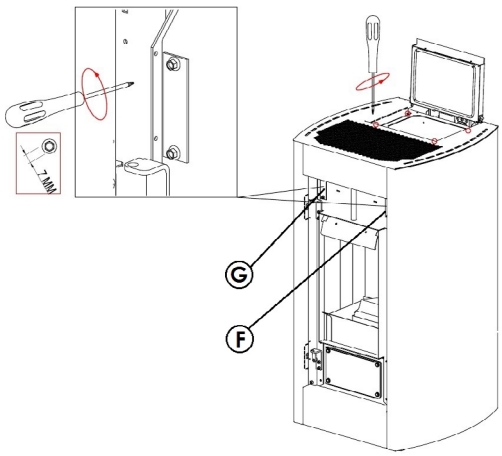

Fig. 76 - Entfernen der Platten
- Bei kaltem Ofen die Tür öffnen, Platte „F“ herausnehmen, indem die beiden Schrauben herauszuschrauben sind (siehe **Fig. 76 auf S. 38**).